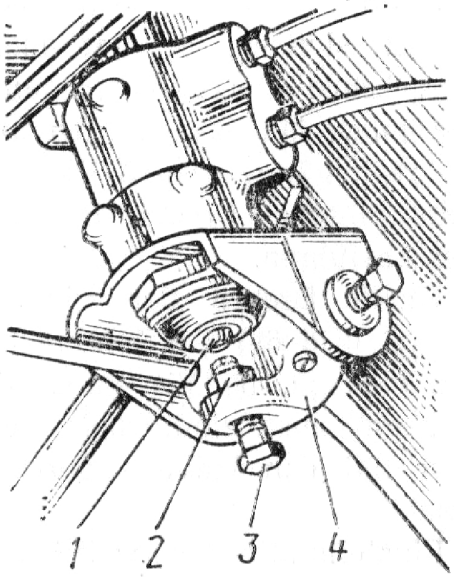

Bild 71. **Druckregler:**
1. Gegenmutter *2* (Bild 71) der Einstellschraube *3* lösen.